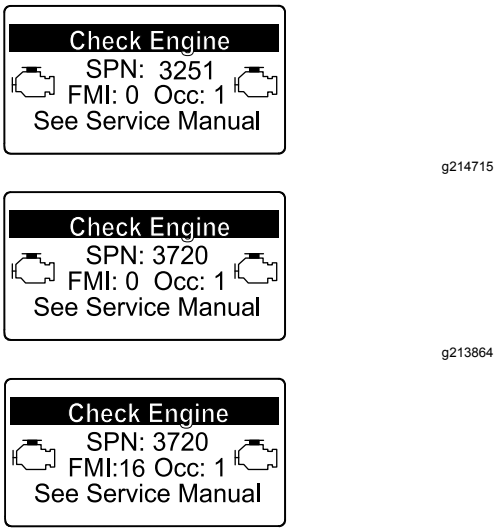

Figur 62
- Ved motorfeil CHECK ENGINE SPN 3251 FMI 0, CHECK ENGINE SPN 3720 FMI 0, eller CHECK ENGINE SPN 3720 FMI 16i InfoCenter (Figur 62) skjermen i InfoCenter, rengjør sotfilteret med følgende trinn: